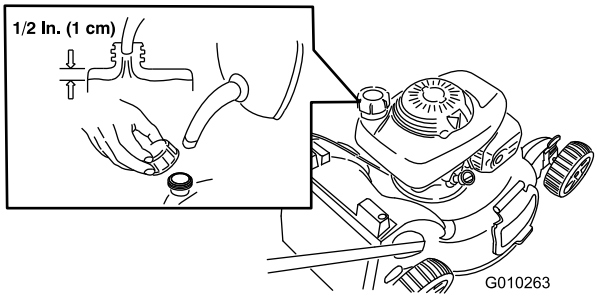

Figuur 13
1. Reinig de omgeving van de tankdop en verwijder de dop van de tank (Figuur 13).